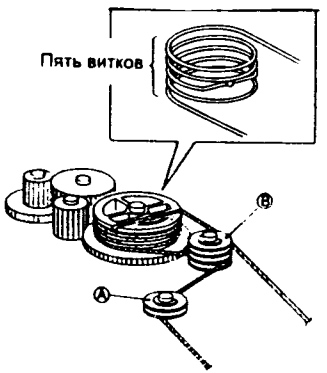

Рис. 6 NZM-0088
3. (Рис. 6): Накиньте тросик не на шкив A, а на его вал, затем протяните к шкиву B и намотайте его на шкив шестерни (всего пять витков), средний шарик тросика вставьте в отверстие шкива.